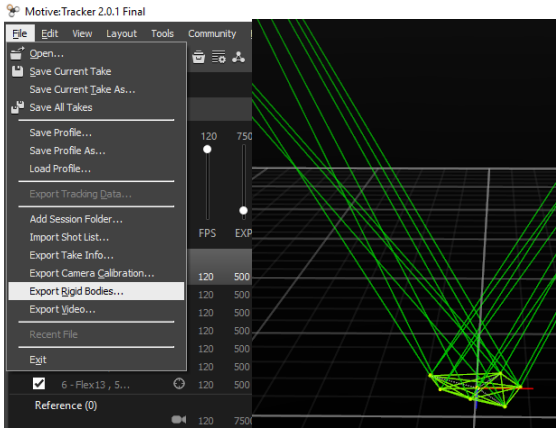

Figure 10. Exporting rigid body to a trackable file
10. Drag and select the rigid body just defined and click on File > Export Rigid Bodies … (As shown on figure 10). Save the *.tra or *.motive file with a convenient name in the same folder as the camera calibration (*.cal).